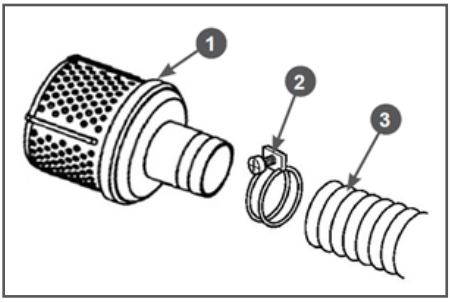

Рис. 4 Установка всасывающего фильтра
2. Наденьте до упора всасывающий рукав 3 на патрубок всасывающего фильтра 1 и затяните его хомутом 2 (Рис. 4).